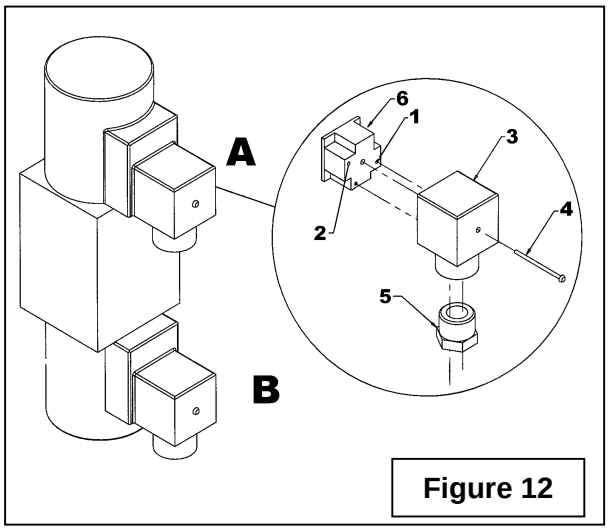

Figure 12
18. Retirer la rondelle de blocage de l'interrupteur. Insérer l'interrupteur (item 19) dans le boîtier. Serrer l'interrupteur avec son écrou. Mettre le bouchon de plastique (item 21) sur l'autre trou du boîtier, si nécessaire. Mettre le capuchon de caoutchouc (item 18) sur l'interrupteur. Emmener les fils vers la souffleuse
19. Enlever le boîtier de connexion "A" (Fig. 12, item 3) de la valve électro-hydraulique (Fig. 10 ou 11, item 4) en enlevant complètement la vis (Fig. 12, item 4) sur le devant du boîtier et enlever le bouchon (Fig. 12, item 5) du dessous. Avec un petit tournevis, pousser délicatement sur le bloc de connexion (Fig. 12, item 6) en insérant le tournevis par le trou du bouchon (Fig. 12, item 5) pour le faire sortir du boîtier (Fig. 12, item 3). Insérer un fil blanc 360" (Fig. 10 ou 11, item 16) dans le trou identifié #1 (Fig. 12, item 1) du bloc de connexion (détail, item 6) et un fil noir 9" (Fig. 10 ou 11, item 14) dans le trou identifié #2 (Fig. 12, item 2) et passer les fils par le trou du bouchon du boîtier (Fig.12, suivre les lignes fantômes).
20. Remettre le bloc (Fig.12, item 6) dans le boîtier (Fig.12, item 3) de manière à ce que les fils soient vers le bas afin d'éviter des infiltrations d'eau (voir Figure 12).
21. Remettre le boîtier sur la valve (Fig. 10 ou 11, item 4) et la vis (Fig.12, item 4) ainsi que le bouchon (détail, item 5).
22. Enlever le boîtier de connexion "B" et insérer un fil blanc 360" (Fig.10 ou 11, item 16) dans le trou identifié #1 (Fig.12, item 1) du bloc de connexion (Fig.12, item 6). Mettre le bout du fil noir 9" (Fig.10 ou 11, item 14) du boîtier "A" ainsi que le fil noir 360" (Fig. 10 ou 11, item 15) dans le trou identifié #2 (voir Fig. 12, item 2). Passer les fils par le trou du boîtier (Fig.12, suivre les lignes fantômes).
24. Remettre le boîtier sur la valve (Fig. 10 ou 11, item 4) et la vis (Fig.12, item 4), ainsi que le bouchon (Fig.12, item 5).